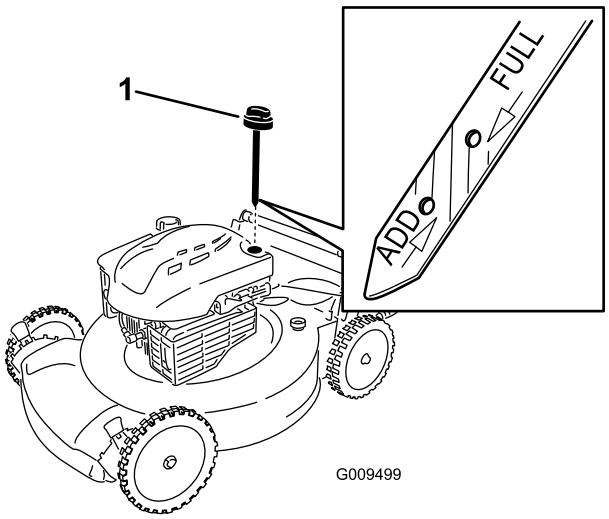

Figura 11
1. Retire la varilla, límpiela, y vuelva a colocarla (Figura 11).
2. Retire la varilla y compruebe el nivel de aceite (Figura 11). Si el nivel de aceite está por debajo de la marca **"Add"** de la varilla, vierta **lentamente** aceite en el tubo de llenado hasta que el nivel llegue a la marca **"Full"** de la varilla. **No llene demasiado.** (Capacidad máxima: 0,59 l (20 onzas), tipo: SAE 30,